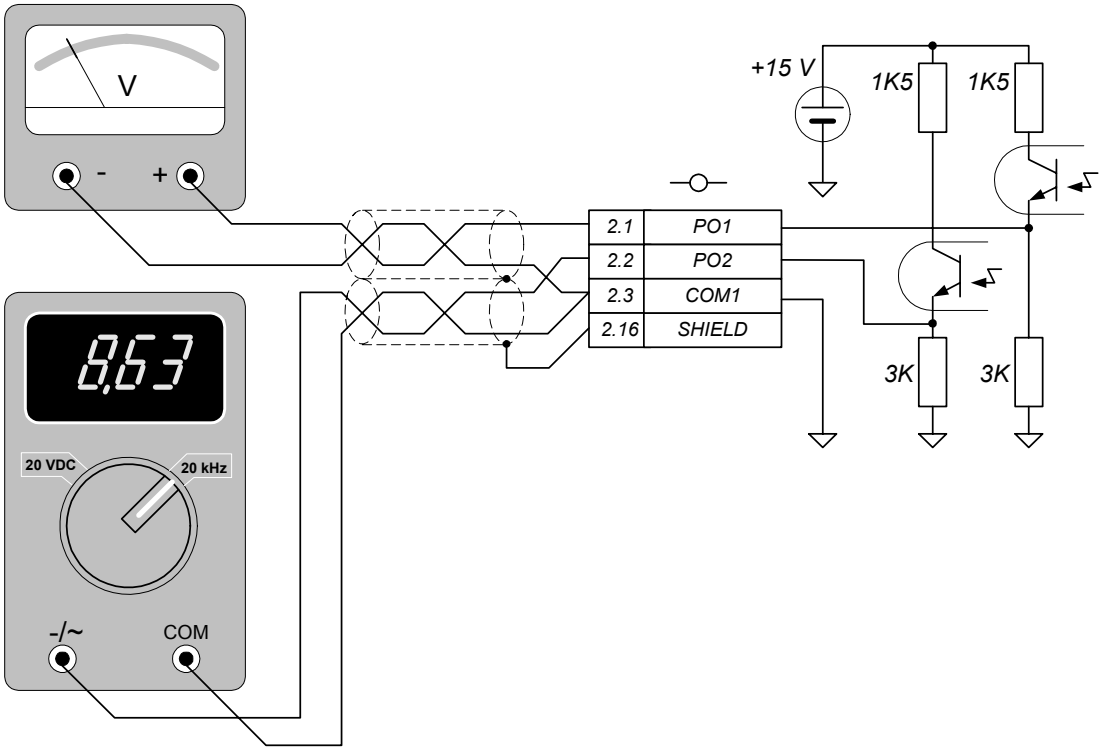

Рис. 6.3. Подключение импульсных выходов.
*Импульсные выходы предназначены для мониторинга переменных с помощью цифровых или стрелочных измерительных приборов. Выходные сигналы формируются в виде импульсов амплитудой 10 В относительно общего потенциала **COM1**. Цепи имеют оптронную развязку от микропроцессорного ядра системы управления. Выходное сопротивление по каждому каналу – 1,5 кОм. Нагрузочная способность выходов – 8 мА. Для подключения используется клеммник X2 интерфейсной платы (рис. 6.3).*